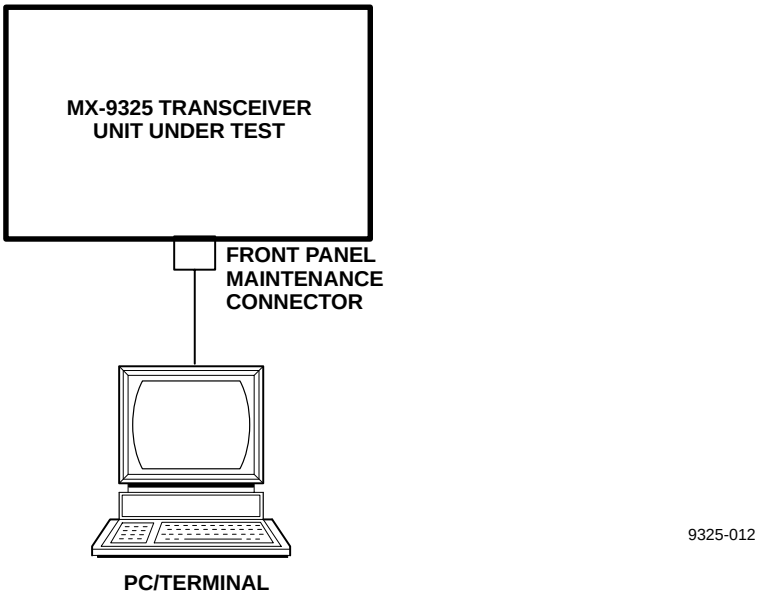

Figure 6-1. MX-9325 Transceiver BIT Test Set Up
a. Set up the radio system as shown in Figure 6-1.